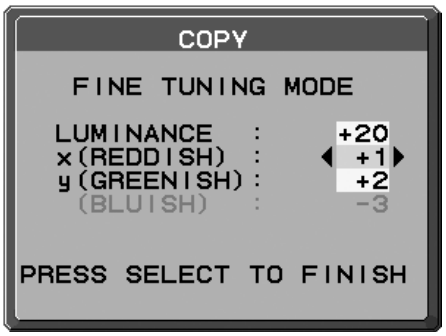

Figure C.6
10. Lorsque le message MODE DE MISE AU POINT FINE **(Figure C.6)** s'affiche, appuyez sur SELECT si le résultat obtenu vous convient. Sinon, procédez manuellement à l'ajustement du point blanc à l'aide des boutons « GAUCHE » et « DROITE », et appuyez sur SELECT.